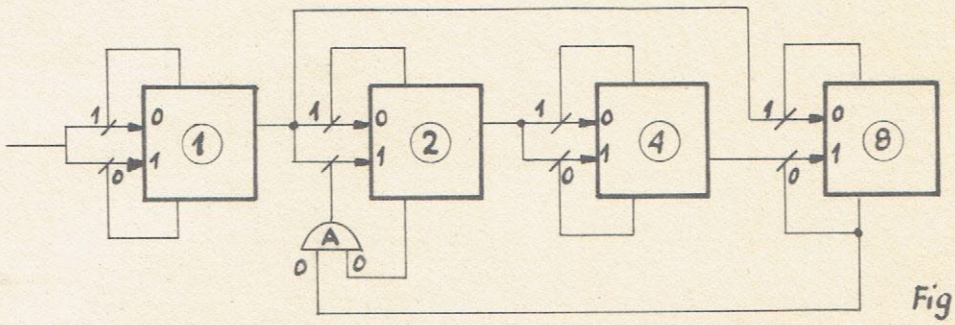

Fig 9
La structure de cette décade est légèrement différente de la précédente, voir figure 9 ci-dessous :
La mise en position 1 de la bascule ⑧ est faite directement par la sortie de la bascule ④ . Dans la décade Y 7001 (Fig. 9), le passage en position 1 de la bascule ⑧ est effectué par la sortie de la bascule ① , à travers la porte B commandée par les bascules ② et ④ . On remarque sur la fig. 9 la suppression de la porte B.